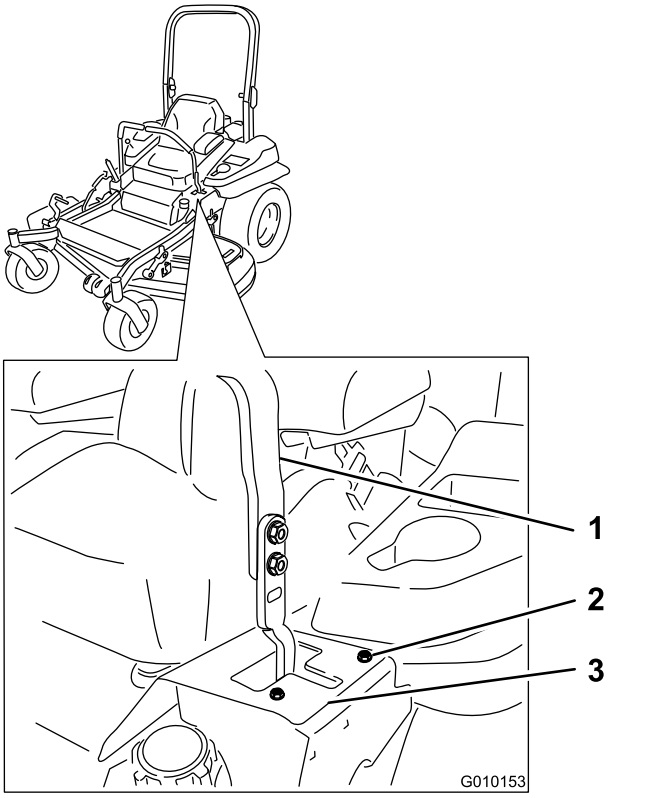

Figur 72
- Hvis maskinen sporer mod højre, skal boltene løsnes, og den venstre stopplade på venstre T-rille justeres bagud, indtil maskinen sporer lige (Figur 72).
- Hvis maskinen sporer mod venstre, skal boltene løsnes, og den højre stopplade på højre T-rille justeres bagud, indtil maskinen sporer lige (Figur 72).
8. Stram stoppladen (Figur 72).